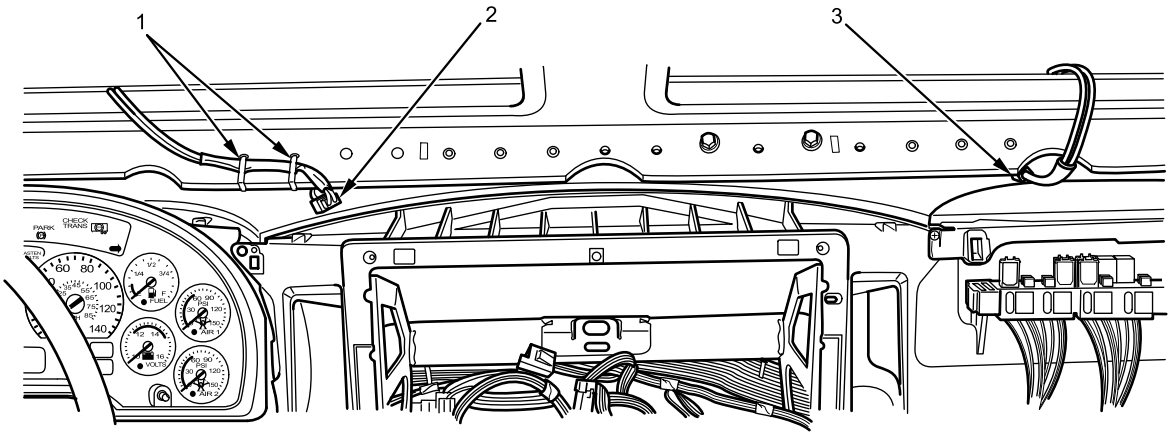

Figure 11. Heated Windshield Harness.
10. Apply dielectric grease in electrical connectors (Figure 11, Item 2 and 3).
11. Connect heated windshield wiring harness connectors (Figure 11, Item 2 and 3) on instrument panel wiring harness connectors.
12. Install new heated windshield wiring harness cable lock straps (Figure 11, Item 1).